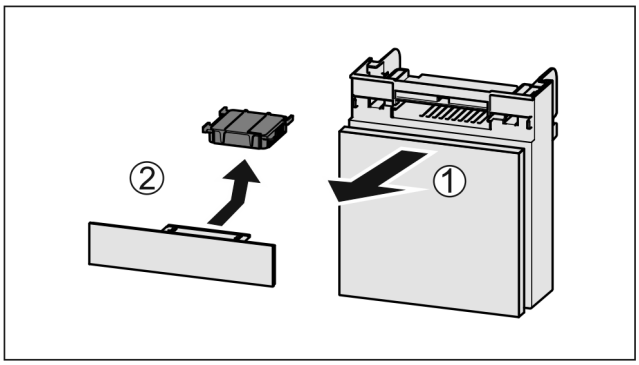

Fig. 185
▶ Extraire le compartiment par l'avant *Fig. 185 (1)*.
▶ Sortir le filtre à charbon actif *Fig. 185 (2)*.